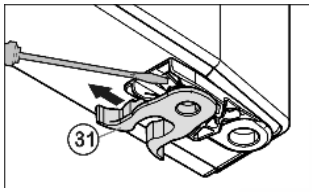

Fig. 6
- ▶ переставить пружинный зажим *Fig. 6 (31)*: Нажать вниз язычок защелки, снять с него пружинный зажим.